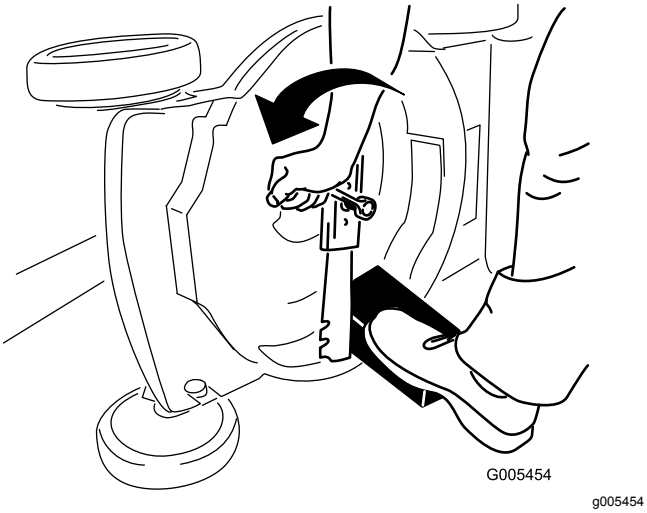

Figur 24
3. Bruk en treblokk til å holde kniven fast (Figur 24).
4. Fjern kniven, behold alle monteringsdeler (Figur 24).